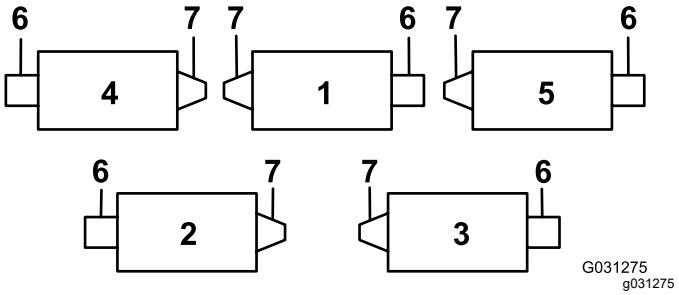
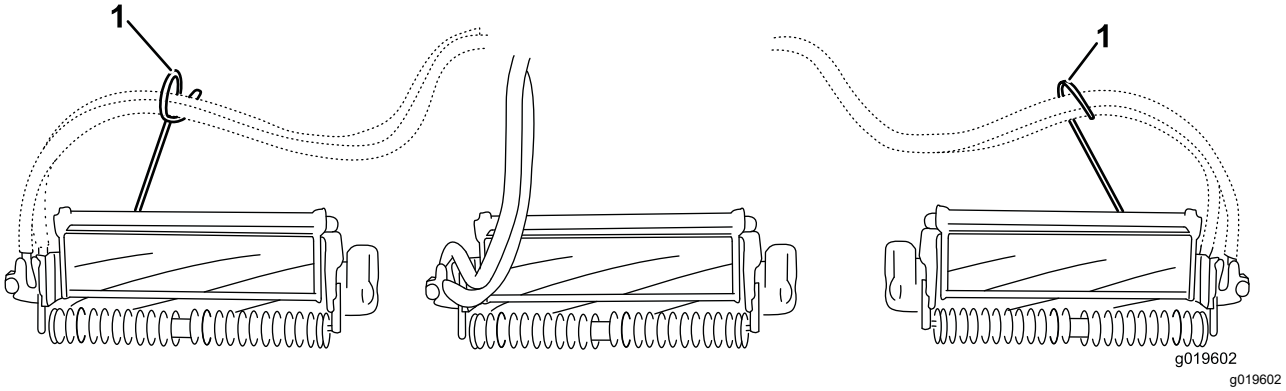
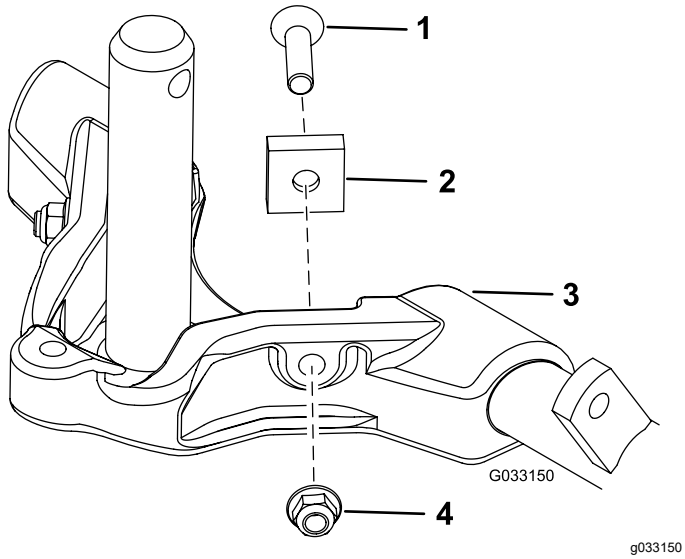

Figur 12
Figur 14
Figur 15
Viktigt: **Använd stångbeslagets fästmuttrar när du monterar slangstyrningen längst fram på klippenhetens flikar på den fjärde (vänster fram) och femte (höger fram) klippenheten. Slangstyrningen ska luta mot klippenheten i mitten (Figur 12 till Figur 14).**
7. Öka styrningen på de bakre klippenheterna genom att ta bort de två vridbrickorna, insexskruvarna och flänslåsmuttrarna (Figur 15) från de bakre klippenheternas bärramar (klippenhet 2 och 3). Se Figur 12.